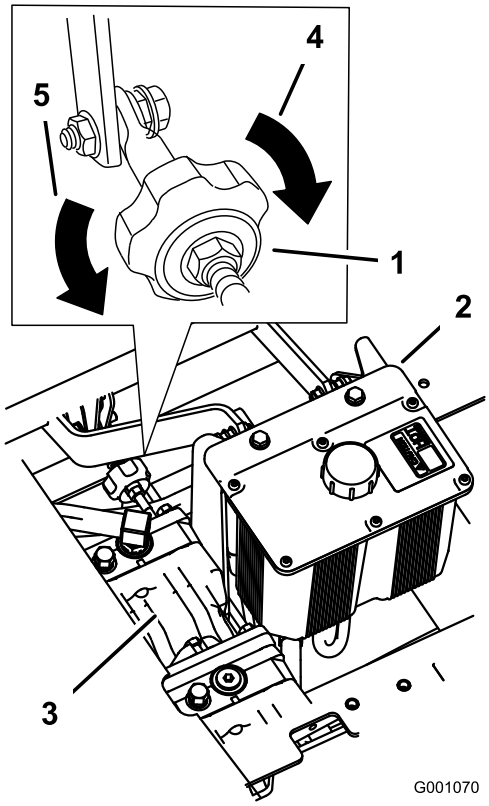

Figur 69
2. Juster pumpestangens længde ved at dreje grebet i den rigtige retning, indtil hjulet står stille eller kryber en smule i bakgear (Figur 69).